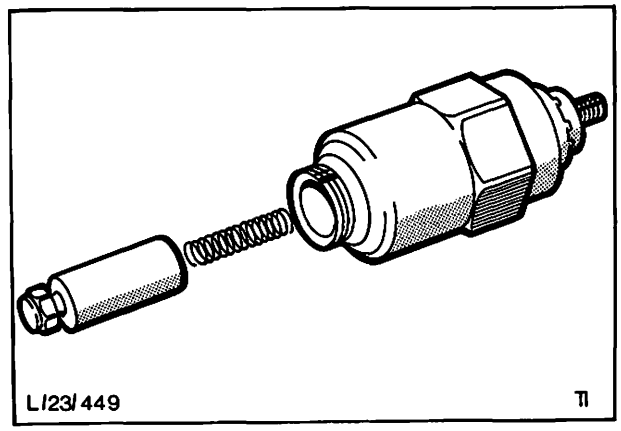

Abb. 17 Absperr-Elektromagnetventil
F) Absperr-Elektromagnetventil (Abb. 17)